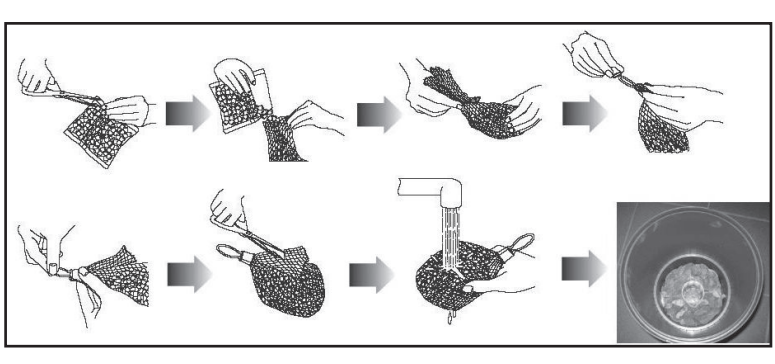

Fig. 2
- The BioLava must be placed in the Filter Case as indicated in the picture (except Pressure-Flo 1200 / 4500 UVC) **(Fig. 2)**.